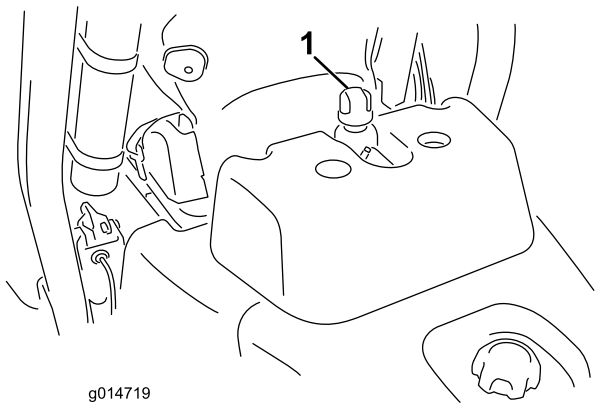

Figuur 32
2. Verwijder de dop van het reservoir (Figuur 32).